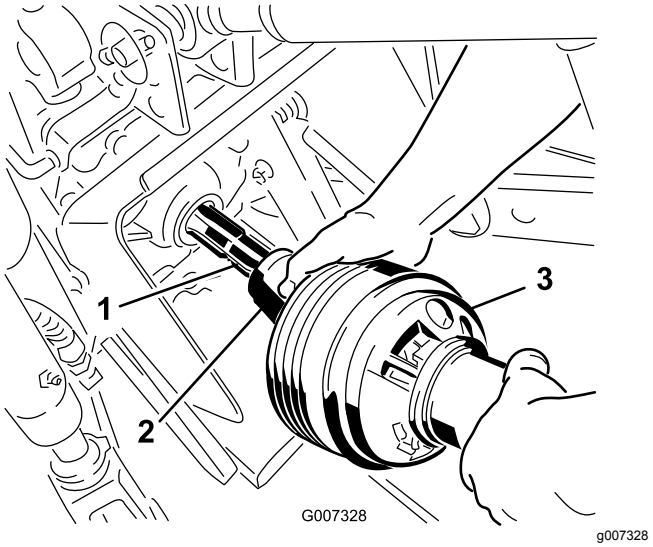

**Figur 24**
3. Anslut kraftuttagsaxeln till traktorns kraftuttagsaxel (Figur 24).